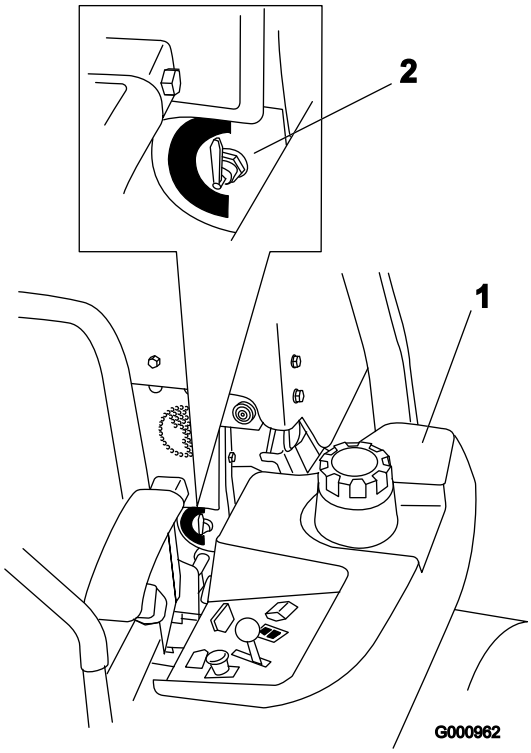

Figura 5
La unidad tiene dos depósitos de combustible. Un depósito está en el lado izquierdo y el otro está en el lado derecho. Cada depósito está conectado a la válvula selectora de combustible. Desde allí, un tubo de combustible común va al motor (Figura 5).
Para utilizar el depósito de combustible del lado izquierdo, gire la válvula selectora de combustible a la posición de la izquierda (LH). Para utilizar el depósito de combustible del lado derecho, gire la válvula selectora de combustible a la posición de la derecha (RH) (Figura 5).